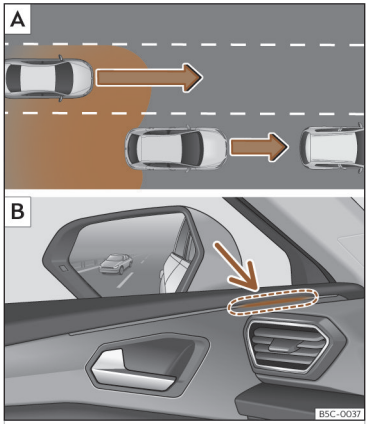

Abb. 143 Schematische Darstellung: A Überholen mit Verkehr im hinteren Bereich. B Anzeige des Spurwechselassistenten links.
In folgenden Situationen wird die Anzeige in der Kontrollleuchte ››› **(Abb. 143)** B (Pfeil) oder ››› **(Abb. 144)** B (Pfeil) dargestellt:
- Bei einer Überholung durch ein anderes Fahrzeug ››› **(Abb. 143)** A.